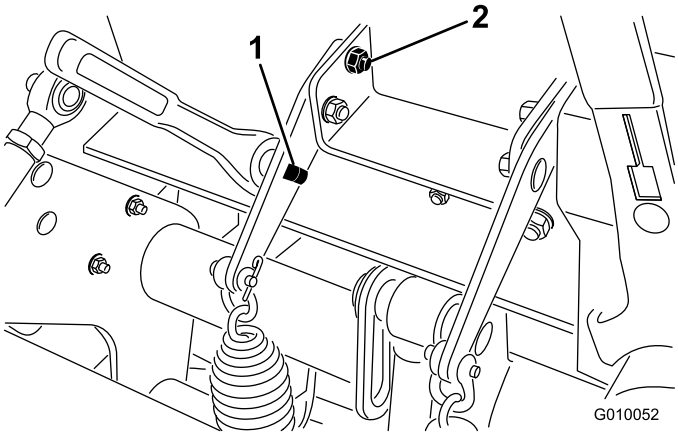

**Figuur 37**
2. Steek een dopsleutel van 13 mm of onderbrekerstang in de vierkante opening in de veerplaat (Figuur 37).